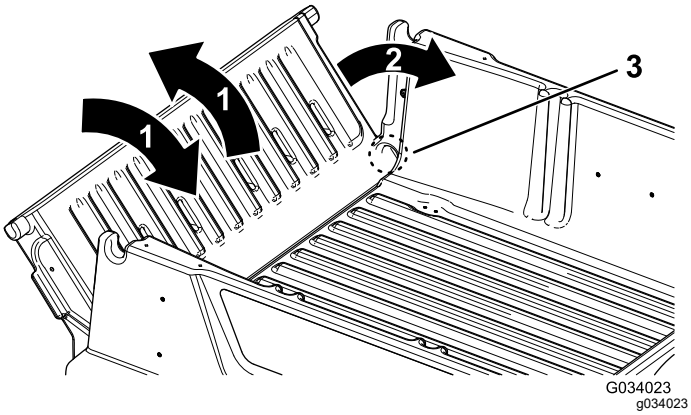

Figura 14
2. Rode a porta traseira para a posição de aproximadamente 45° (Figura 14).
3. Com um movimento breve e oscilante, rode a porta traseira para trás e para a frente várias vezes (Figura 14).